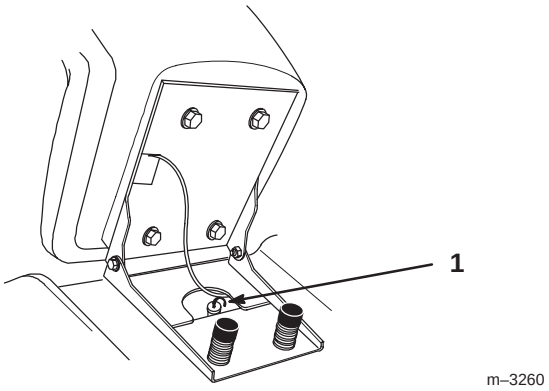

Bild 44
4. Reinigen Sie den Bereich um den Ölpeilstab (Antriebsachse) herum (Bild 44), damit kein Schmutz in den Einfüllstutzen gelangen und so die Antriebsachse beschädigen kann.
5. Ziehen Sie den Ölpeilstab aus der Antriebsachse und wischen das Metallende ab (Bild 44).
6. Gießen Sie die angegebene Ölmenge langsam in das Einfüllrohr (Bild 44) ein.